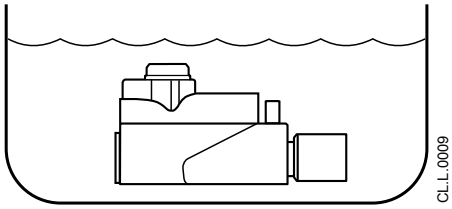

Figure 6-13 Soaking the Injector Module in Sporox II
10. Totally submerge the Injector Module in the Sporox II for at least 30 minutes at 20 °C to disinfect (see Figure 6-13).
10. Totally submerge the Injector Module in the Sporox II for at least 6 hours at 20 °C to sterilize (see Figure 6-13).